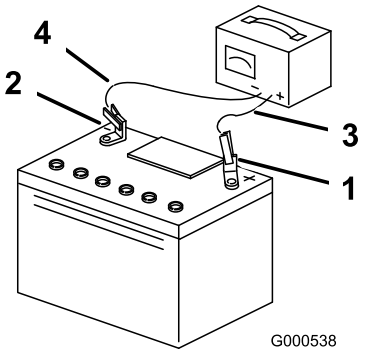

**Figuur 53**
5. Zodra de accu volledig is opgeladen, haalt u de acculader uit het stopcontact en maakt u de oplaadkabels los van de accuklemmen (Figuur 53).